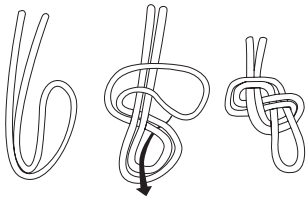

Figur 4
2. Når den første personen har nådd bakken og koblet seg fra utstyret, kan den neste personen koble seg til det løse tauet (som blir redningstauet) ved hjelp av karabinkroken i enden (eller ved hjelp av en åttetallsknute, se figur 4, hvis utstyrets lengde ikke er tilpasset stedet, avhengig av tauets lengde og nedfiringshøyden).